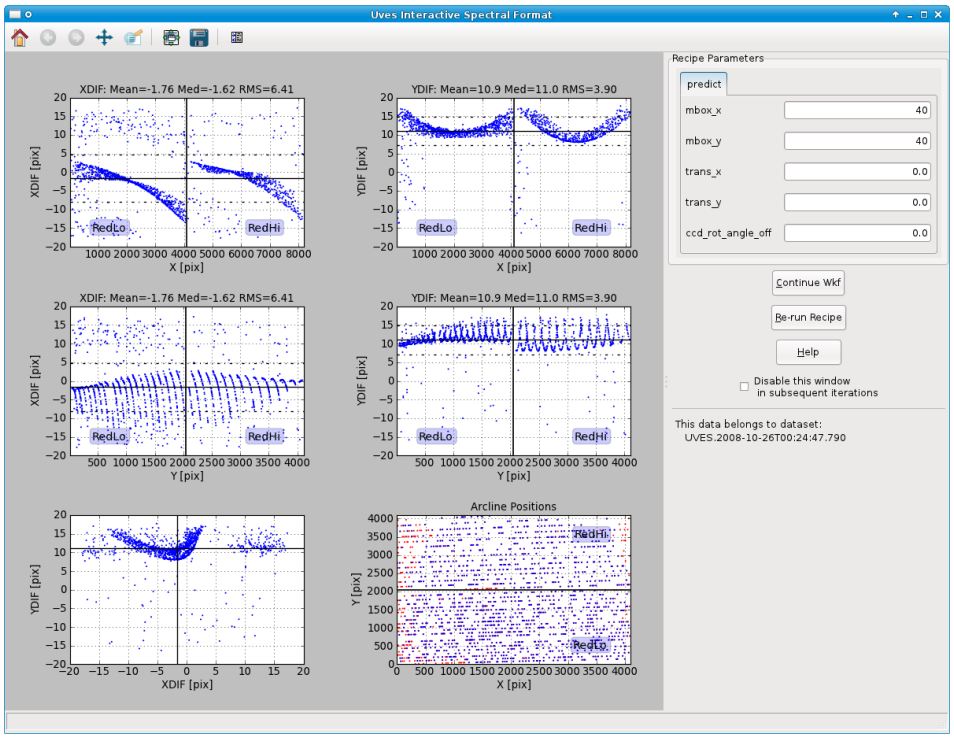

Figure 6.3: *The interactive window for the* `Spectrum Locator` *actor for the first DataSet in the data supplied with* `Reflex 2.11.5`..
6. `Spectrum Locator:` During the execution of the `Spectrum Locator` actor, an interactive window will appear as shown in Figure 6.3. The interactive window consists of six plots, five pipeline recipe parameters that may be changed, three buttons on the right, and a panel of buttons at the top-left. Help for each of these features may be accessed by leaving the mouse pointer for about one second over the plot/parameter/button for which information is required. Note that the recipe parameters are grouped via labels at the top of the "Recipe Parameters" box that may be left-clicked on to reveal the associated parameters.